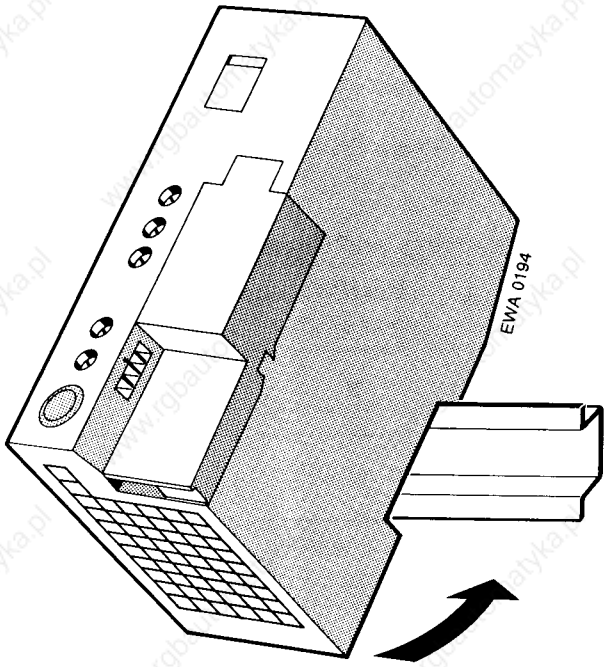

**Figure 3-1. Mounting the PS 930 Power Supply Module**
2. Swing the module back until the slide snaps into place (see Figure 3-1).
Follow the same procedure you used to mount the PS 930 power supply module (see Figure 3-1).